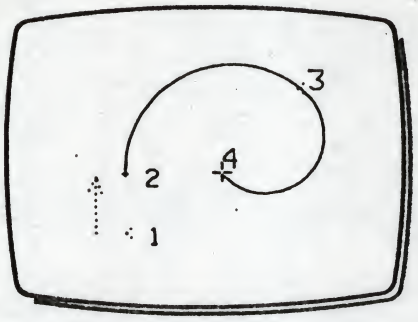

Fig 3
3 Move XY to position the dynamic cursor at (1) in Fig 3.
5 Move XY to position the dynamic cursor at (2) in Fig 3.
7 Move XY to position the dynamic cursor at (3) in Fig 3. This defines the arc end-point.